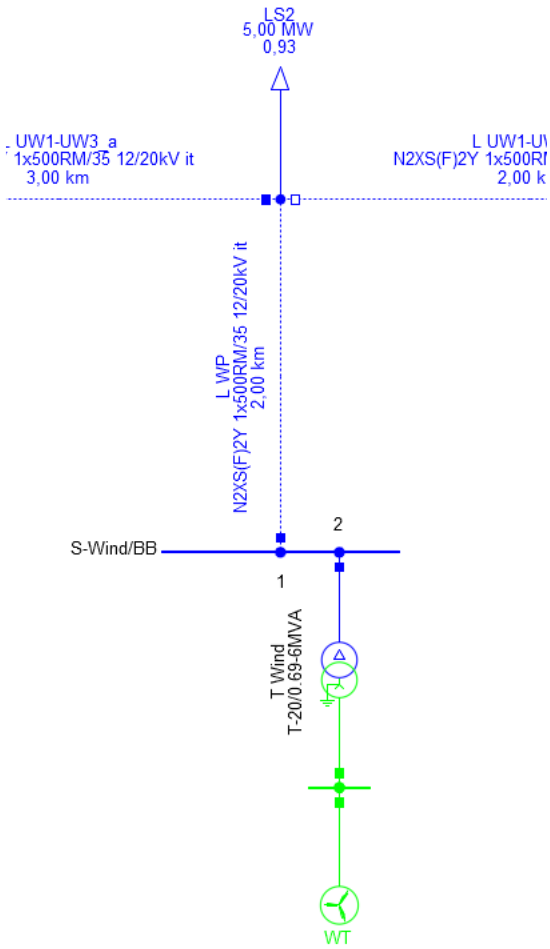

Figure 4: Connection of a wind farm to the medium-voltage grid
- Connect a small wind park, which consists of a wind turbine and a step-up transformer, as shown in Figure 4. Use types from the Project Library for the modelling.